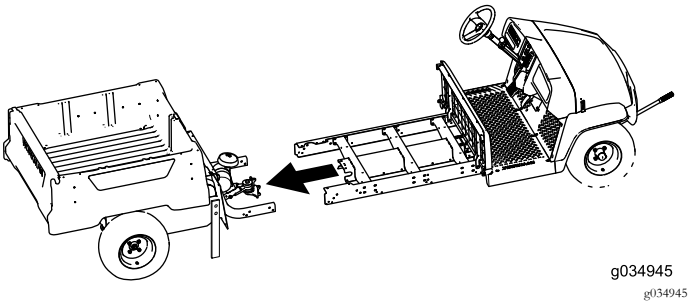

Figura 27
7. Peça ajuda a um assistente para unir as secções dianteira e traseira da máquina (Figura 27).